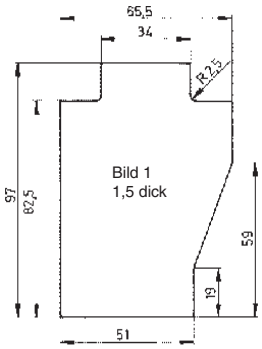

Bild 1
① Mit Abdeckung
② Mit Abdeckung gleiche Höhe
① Leiterplattengröße siehe Bild 1